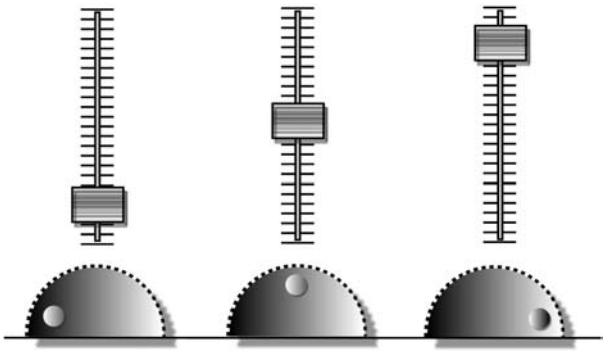

Figure 7.13. *Continuous controller data value ranges.*
- *Control Change* messages are used to transmit information that relates to real-time control over a MIDI instrument's performance parameters (such as modulation, main volume, balance, and panning). Three types of real-time controls can be communicated through control change messages: continuous controllers, as shown in Figure 7.13, which communicate a continuous range of control settings, generally in value ranging from 0–127; switches (controls having an ON or OFF state with no intermediate settings); and data controllers, which enter data either through numerical keypads or stepped up/down entry buttons. A full listing of control-change parameters and their associated numbers can be found in Figure 7.14.